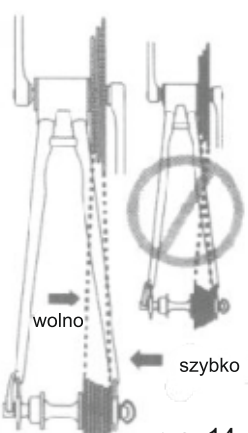

rys. 14
3) Załóż łańcuch na najmniejszą zębatkę wielotrybu. Następnie włóż koło w wycięcia haków ramy i pociągnij wszystko do końca wycięć (rys. 14).
Kombinacja biegów najwyższego trybu tylnego i najmniejszej tarczy przedniej służy do jazdy po najbardziej stromym terenie w górę (rys.14) Kombinacja biegów najmniejszego trybu tylnego i największej tarczy przedniej jest używana do jazdy z największą prędkością (rys. 14). Nie jest ważne aby zmieniać biegi w porządku od najwyższego do najniższego. Należy jednak zawsze znaleźć dla siebie „bieg rozpoczynający, który zależy od
UWAGA: Unikaj przełożeń ustawiających łańcuch skrajnie po przekątnych (rys. 14).